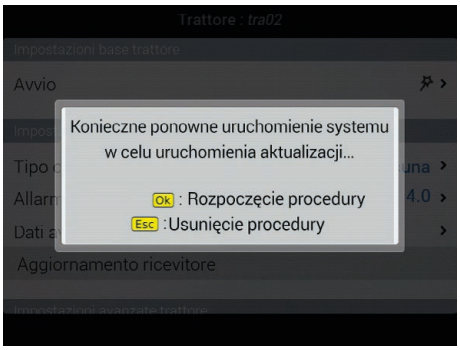

Rys. 179
- Komunikat na Rys. 179 wyświetla się na wyświetlaczu: zatwierdzić aktualizację naciskając ponownie OK.